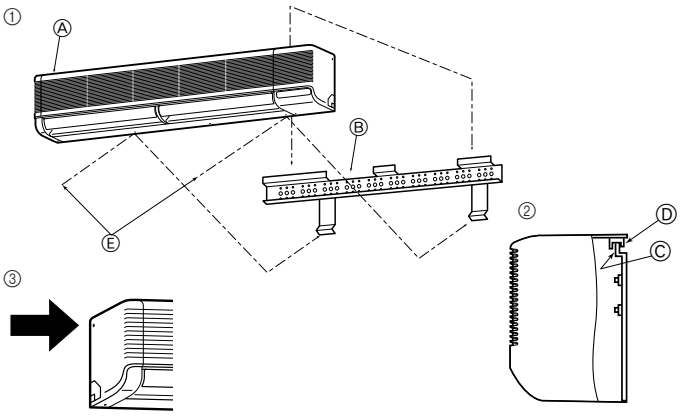

Fig. 3-11
3.4. Anbringen der Innenanlage (Fig. 3-11)
① Vergewissern, daß die Metallschnepper der Innenanlage über die Haken der Wandbefestigung gehängt werden.
② Wenn die Verlegung der Rohrleitung abgeschlossen ist, die Innenanlage mit den Sicherungsschrauben an der Wandbefestigung befestigen.